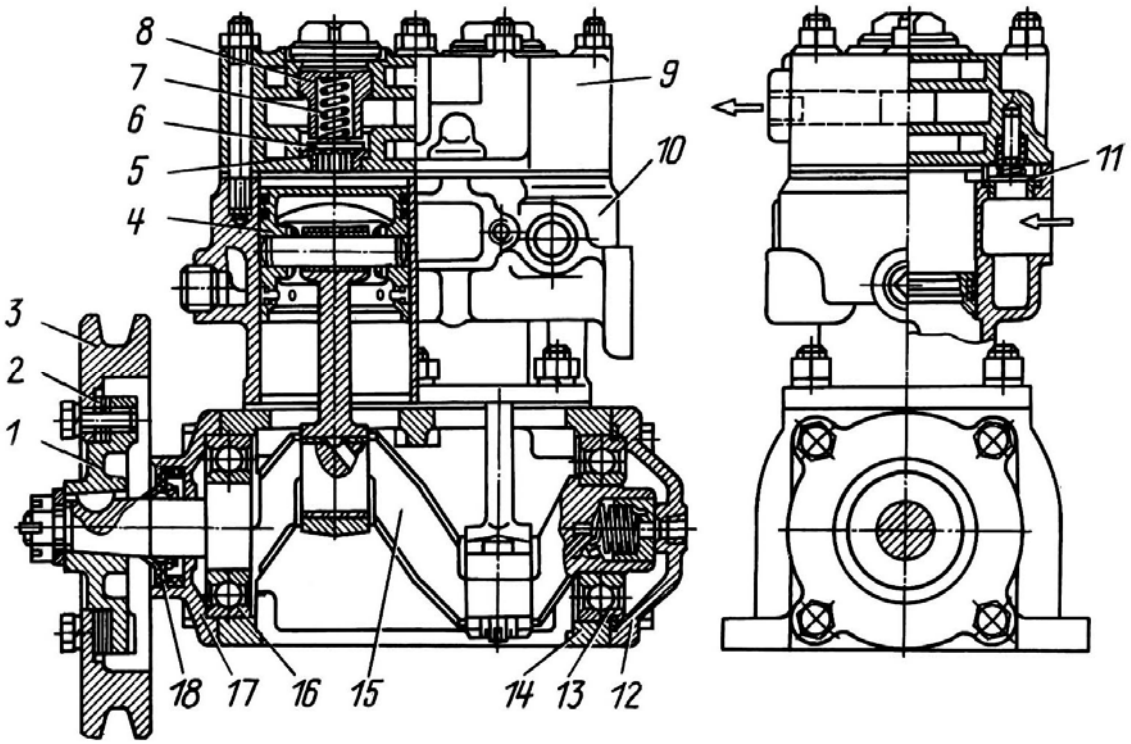

Рис.91. Компрессор:
2. Расшплинтуйте и отверните гайку с шайбой крепления ступицы 1 (рис.91) шкива. Снимите шкив 3 с помощью пресса и выбейте сегментную шпонку из паза.
После испытаний установите компрессор на двигатель и отрегулируйте взаимное положение ручьев шкивов вентилятора и компрессора. Регулировку производите с помощью прокладок 2 (см. рис.91).